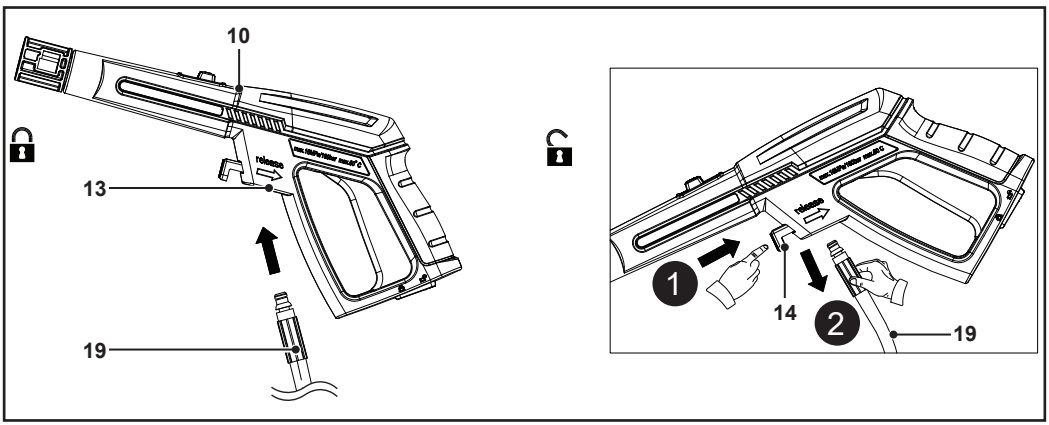

Fig. 6
3. Fixe a outra extremidade da mangueira de pressão (19) à entrada da mangueira de pressão (13) na pistola de gatilho (10) (Fig. 6).
4. Puxe cuidadosamente a mangueira de pressão (19) para garantir que está firmemente encaixada na pistola de gatilho (10).
2. Puxe o gatilho (11) para drenar a água depois de a operação estar concluída.
3. Prima e mantenha premido o botão de libertação (14) para retirar a mangueira de pressão (19) (Fig. 6).